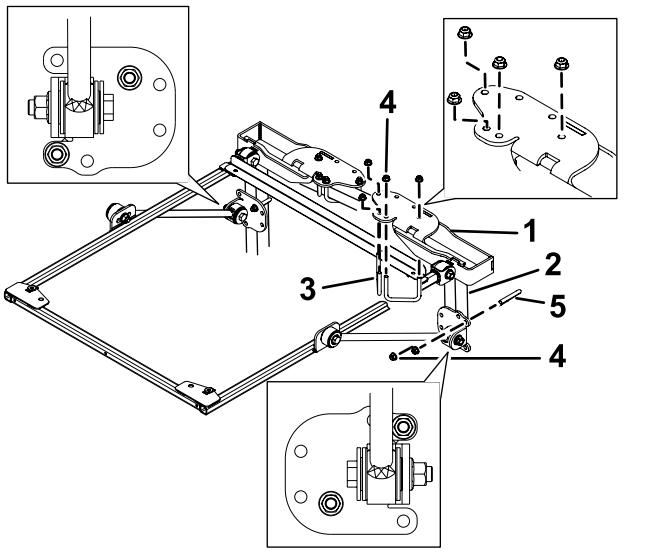

図 32
4. ROPS取り付けブラケットを、トラクションユニットROPSの上部にセットする図 32。ROPS が ROPS 取り付けブラケットの中央にあることを確認してください。
5. 図 32 に示されている取り付け穴を利用して、各ROPS取り付けブラケットをROPS上部に取り付けるUボルト2¾"2本とフランジナット4個を使用する。
6. 図 32 に示されている取り付け穴を利用して、各ブレースブラケットをROPSの柱材に取り付けるUボルト4"2本とフランジナット2個を使用する。